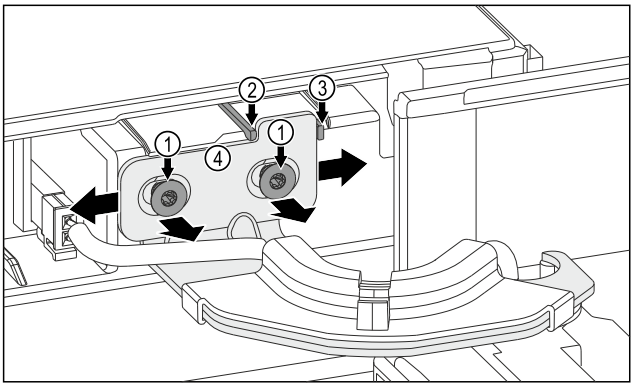

Fig. 7
▶ Povolte oba šrouby *Fig. 7 (1)*.
▶ Přesuňte dveře doprava: Odstraňte zajišťovací výstupek *Fig. 7 (3)*.
▶ Přesuňte dveře doleva: Odstraňte zajišťovací výstupek *Fig. 7 (2)*.
▶ Dveře dosáhly koncové polohy: Utáhněte oba šrouby *Fig. 7 (1)*.